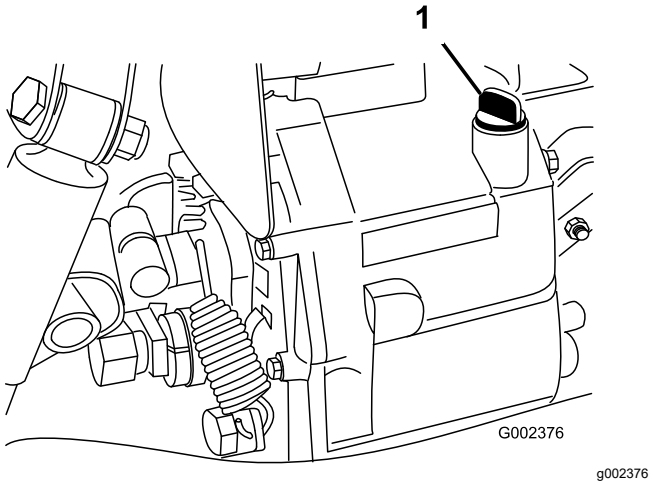

Figur 69
4. Gör rent området kring oljestickan (Figur 69).